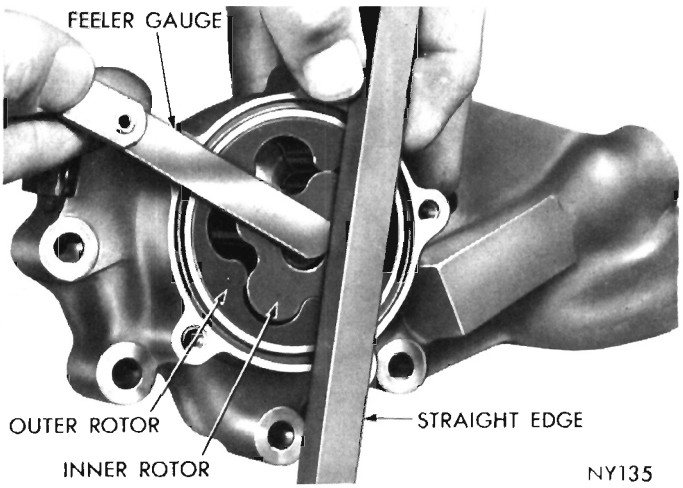

Fig. 55—Measuring Outer Rotor Clearance
(6) Install inner rotor into pump body and place a straightedge across face between bolt holes (Fig. 55). If a feeler gauge of more than .004 inch can be inserted between the rotors and straightedge, replace pump body.